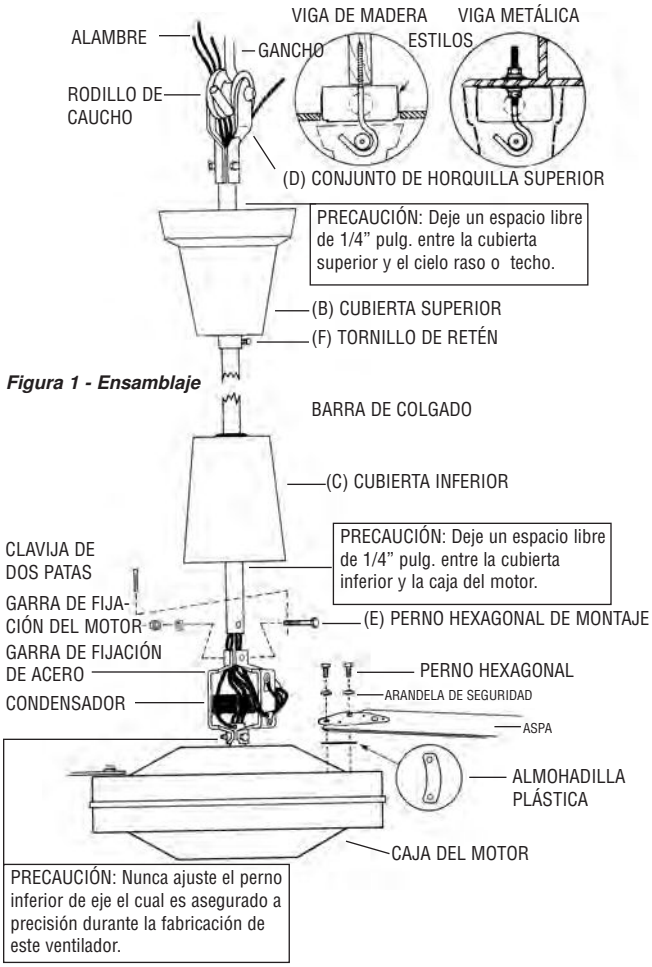

Figura 1 - Ensamblaje
2. En la garra de fijación (A) del motor, retire la clavija de dos patas y afloje la tuerca hexagonal. Retire cuidadosamente la arandela resortada y el tornillo hexagonal (E). ***(Véase la Figura 1)***
3. Deslice la cubierta superior (B) (en forma de campana) hacia arriba por la barra. Deslice la cubierta inferior (C) hacia arriba por la barra.
4. Inserte los 5 cables eléctricos y el cable de seguridad a través del orificio central en la garra de fijación de acero sobre el motor (A) y luego continúe insertando los cables eléctricos y el cable de seguridad a través de la barra de colgado hasta que los cables eléctricos y el cable salgan en el extremo superior (horquilla).
5. Monte la barra de colgado a la garra de fijación (A) y coloque nuevamente el tornillo hexagonal. Asegure la tuerca hexagonal de arandela resortada y abra la clavija de dos patas.
PRECAUCIÓN: Las aspas deben sujetarse al motor según se muestra en la Figura 1. NO invierta las aspas durante la instalación.